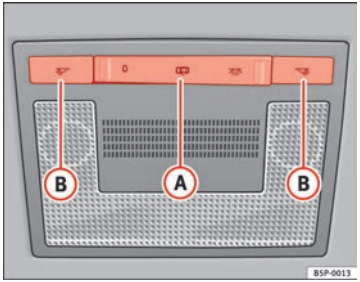

Fig. 77 Interior roof trim: front interior lights
The switch (A) ⇒ fig. 77 is used to select the following positions:
Push the switch to position O ⇒ fig. 77.